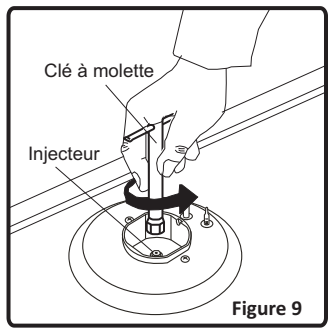

Figure 9
- Dévissez les injecteurs. Utilisez à cet effet une clé de 7 mm (Figure 9).